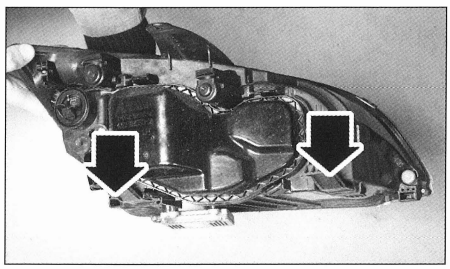

FIG. 16
• Hundir los 2 bloqueos **(fig. 16)** de aproximadamente 1 cm y separar el proyector.